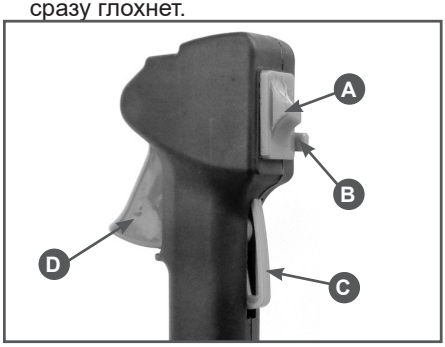

Рис.10 Расположение органов управления на рукоятке
5. Выключатель зажигания (A) установите нижнее положение Рис.10. Удерживая стопорный рычаг рычага газа (C) Рис.10 нажмите на рычаг газа (D). Для облегчения запуска зафиксируйте курок газа стопором (B) Рис.10.